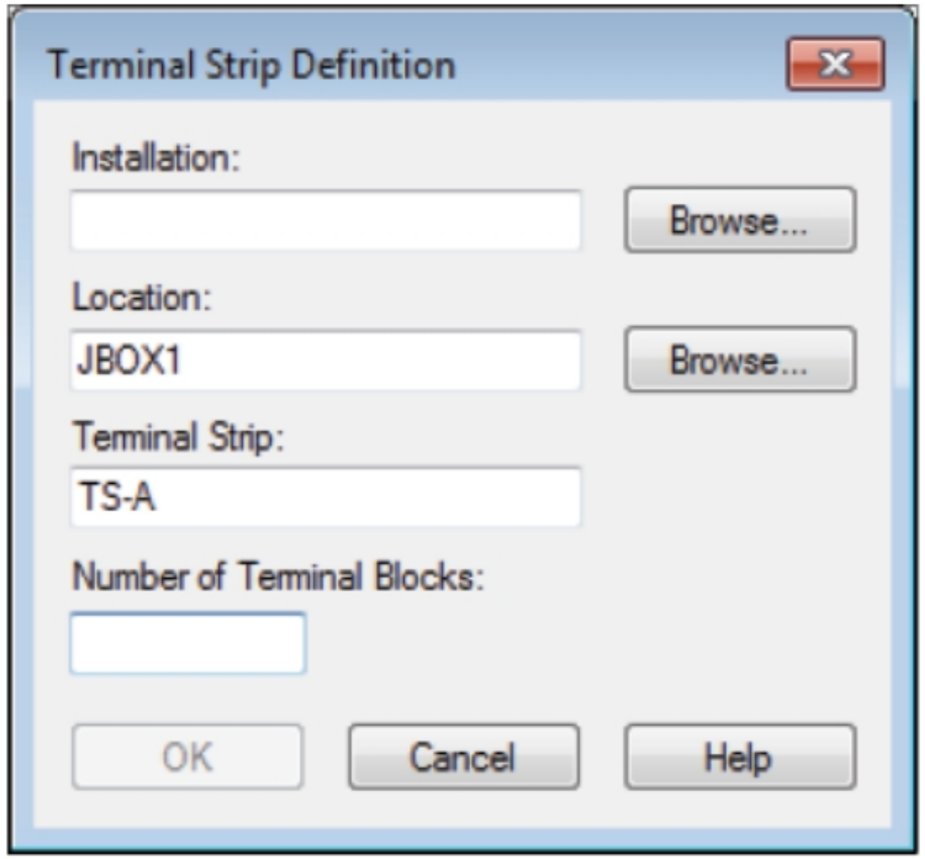

Figure-37. Terminal Strip Definition dialog box
- If you want to add a new terminal strip, then click on the **New** button from the dialog box. The **Terminal Strip Definition** dialog box will be displayed; refer to Figure-37.